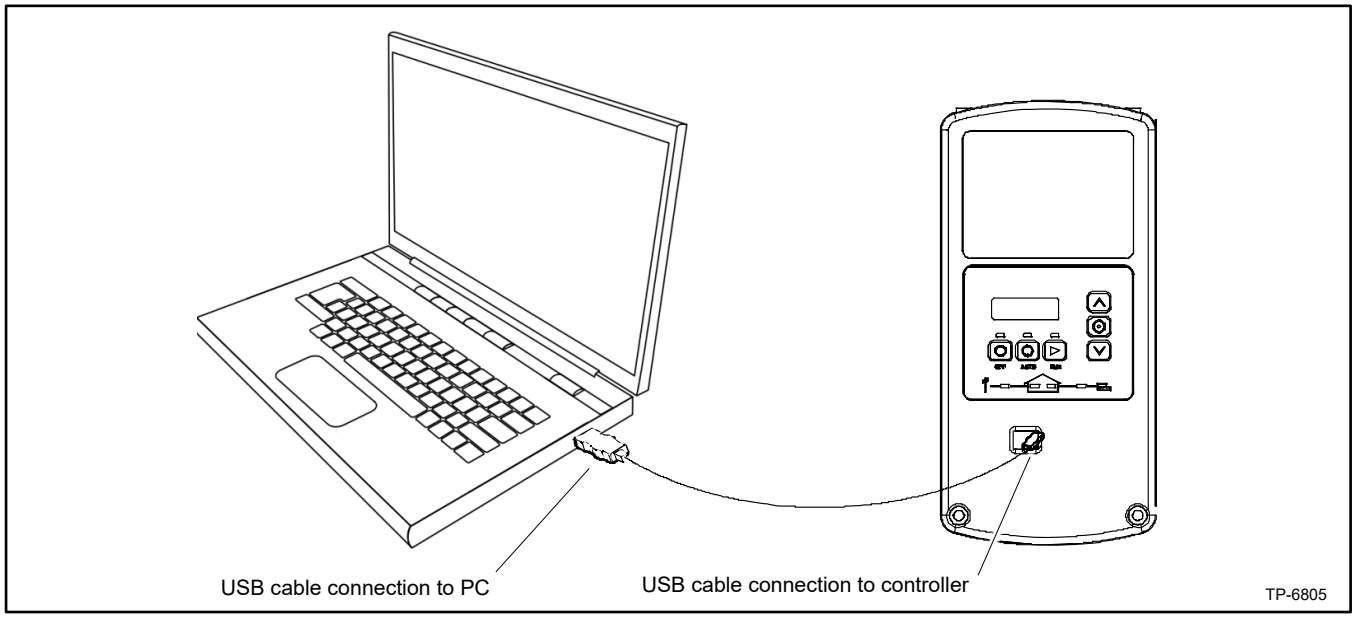

Figure 29 Controller Connection to a Laptop Computer through the USB Port
2. Use a USB cable to connect the controller to a USB port on your PC. See Figure 29 for the connection.